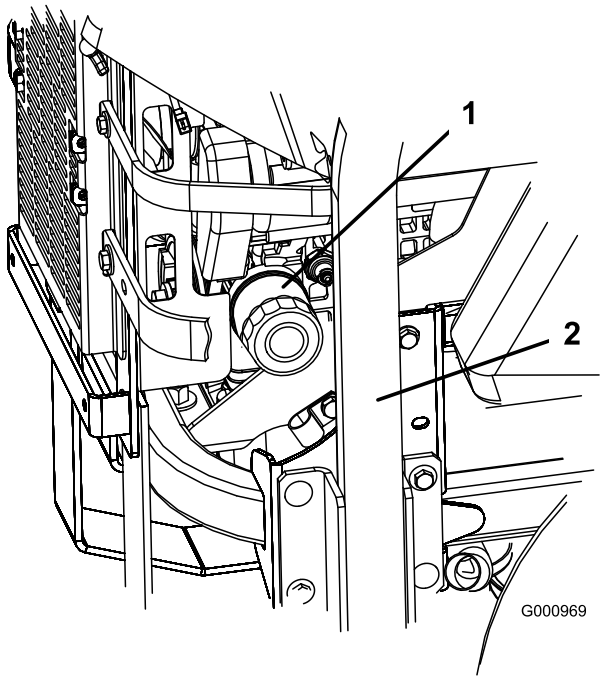
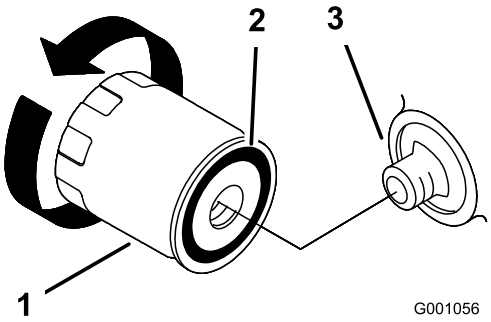

**Figur 41**
**Figur 42**
2. Drej filteret mod uret for at afmontere det (Figur 41 og Figur 42).